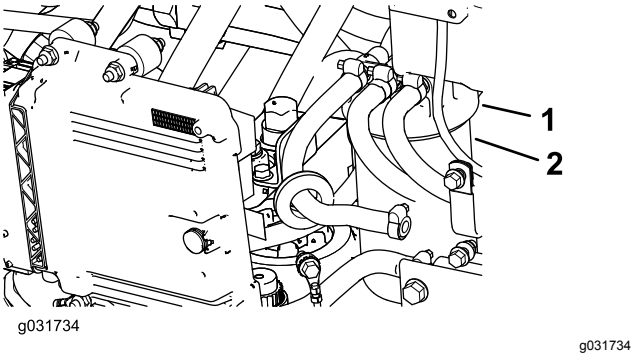

**Figur 106**
1. Gör rent området kring bränslefilterhuvudet (Figur 106).
2. Demontera filtret och rengör filterhuvudets monteringsyta (Figur 106).